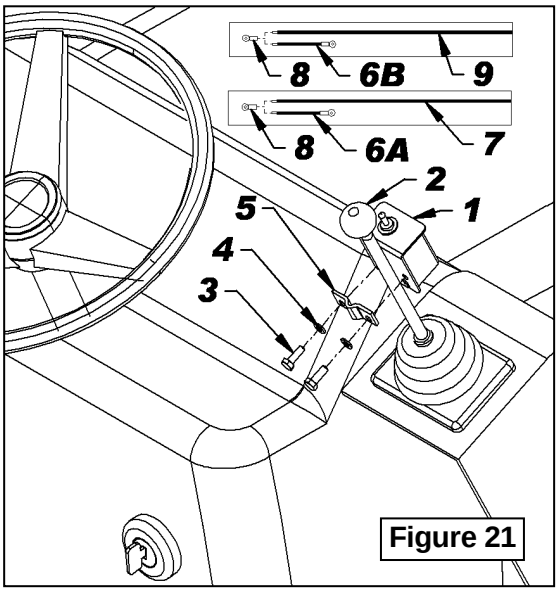

Figure 21
(Figures 21 à 23)
1. **Figure 21:** Placer le boîtier d'interrupteur (item 1) sur le levier (item 2) du tracteur de façon à obtenir une position de travail confortable lorsque la main est sur le pommeau et fixer à l'aide de la crampe pour boîtier (item 5), deux rondelles de blocage 1/4" (item 4) et deux boulons hex. 1/4" NC x 1" (item 3).
3. **Figure 21:** Dénuder de 1/4" l'extrémité des fils (items 7-9) ainsi que les deux fils jaunes (items 6).
4. **Figure 21:** Torsader le fil rouge (item 7) avec un fil jaune (item 6A) et le fil noir (item 9) avec l'autre fil jaune (item 6B)..
5. **Figure 21:** Installer les deux terminaux ronds identiques (item 8) sur les bouts torsadés.